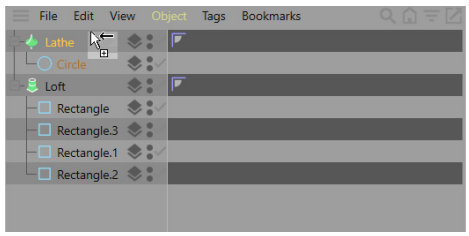

Figure 2-46 *The changed shape of the cursor in the Object Manager*
7. Select *Lathe* in the Object Manager. Press and hold the left mouse button along with the CTRL key; the shape of the cursor is changed, as shown in Figure 2-46. Next, drag *Lathe* in the empty space above it and then release the left mouse button; a copy of *Lathe* is added with the name *Lathe.1* to the Object Manager.